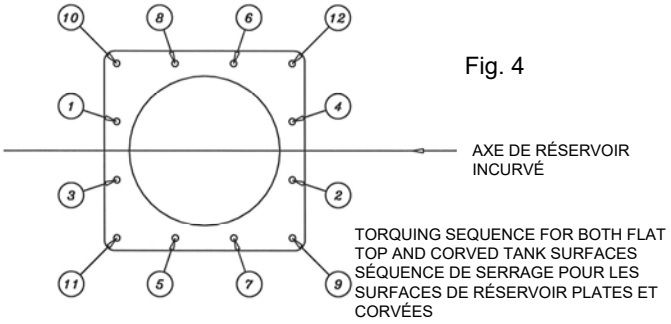

Fig. 4
13. Insérez et serrez tous les boulons de la plaque à 40-60 po. lb (4,5 à 6,8 Nm) de couple, ou jusqu'à ce que tous les boulons soient bien ajustés au sommet de la surface de la plaque. Serrez ensuite tous les boulons à 78-95 po. livres (8,8 à 10,2 nm). Vérifiez ensuite à nouveau les boulons dans l'ordre indiqué à la figure 4 pour 78 à 95 pouces. lb (8,8 à 10,2 nm).